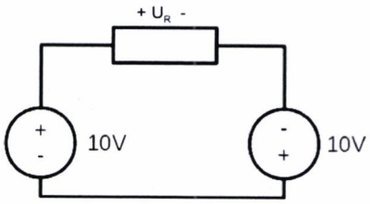

Figur 3: Krets
3. Hur stor är spänningen, U_R, över motståndet i figur 3?